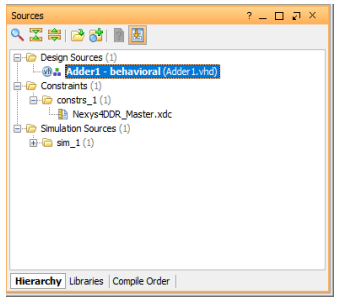

Figure 8. Sources Pane
a. In the *Sources* pane as shown in Figure 8, double-click the Adder1.vhd entry to open the file in the text mode. The file contents of **Adder1.vhd** are shown in Figure 9.